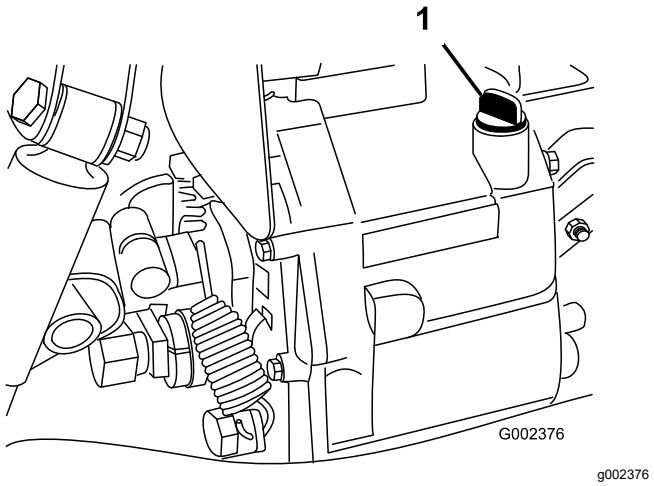

**Figura 62**
4. Limpie la zona alrededor de la varilla (Figura 62).